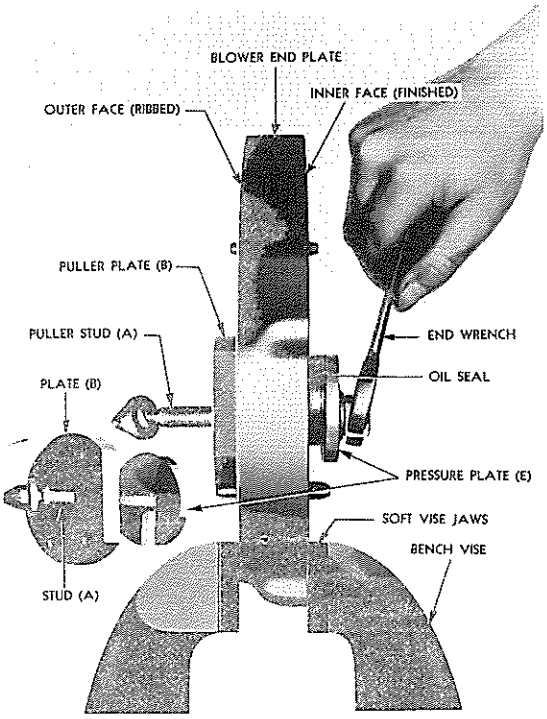
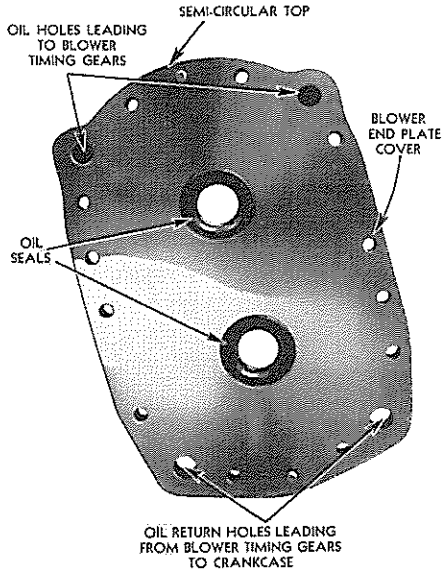

FIG. 8
FIG. 9
1. Install oil seals in blower end plates. The oil seals should be assembled into the end plates with flat face of seals flush with inner finished face of plates and sealing edge of leather pointing toward rotor bearings, as shown in Fig. 9. The seals may be installed properly with the tools shown in Fig. 8.
a. Support end plate between soft jaws in bench vice. Back out puller stud (A) as far as possible and push stud through bore for bearing in end plate from the outer face (rib side with puller plate 'B') resting against outer face of blower end plate.